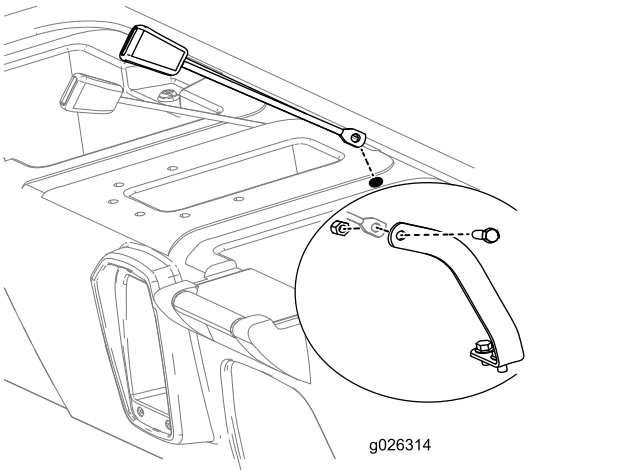

図 11
7. 各シートベルトロック･アセンブリの受け側を、座席ベースに開けた穴の一つに通す 図 11。
8. 座席ベースの後部を持ち上げておいて、そこから各シートベルトアセンブリの受け側を、アンカーに固定するボルト 7/16 インチ とロックナット 7/16 インチ を使い、図 11のように取り付ける。